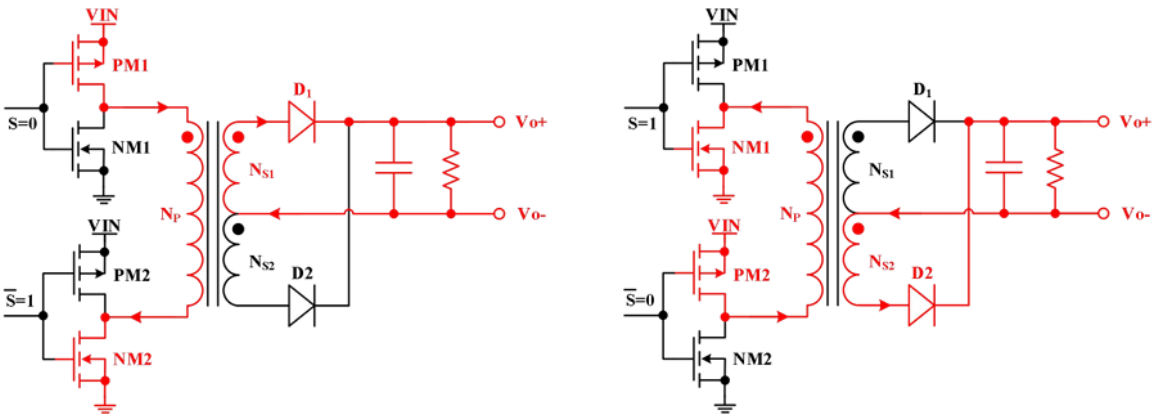

*Figure 17: Switching operation*
*Figure 17* illustrates the switching operation of the full-bridge converter.